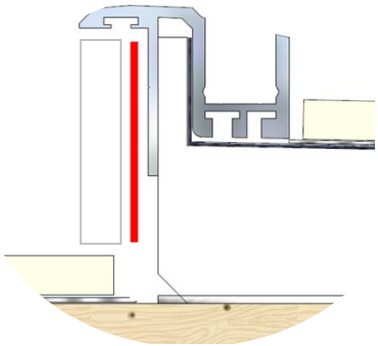

Fig 17
20. Adhere tiles to outside vertical face of base using supplied SAFEFIX adhesive (fig17 - see red line showing adhesive). Silicone above and below this tile as per step 19. Tile face should line up with front of tile trim.
Recommended: Vertical tile joints on sill edge (fig 17) should be siliconed rather than grouted.